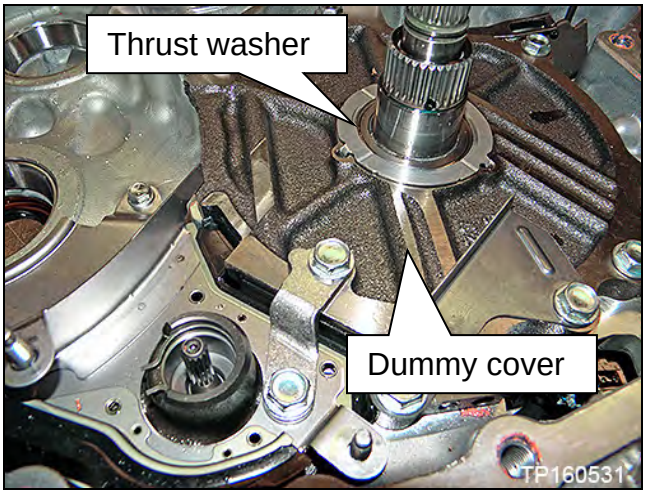

Figure 14B
a. “Pump cover” (dummy cover) thrust washer (Figure 14B).